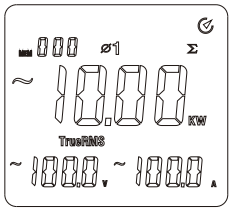

rys. 8-2
* Następnie (patrz rys.8-2), naciśnij przycisk Σ aby zapisać w sumatorze moc pierwszej fazy.